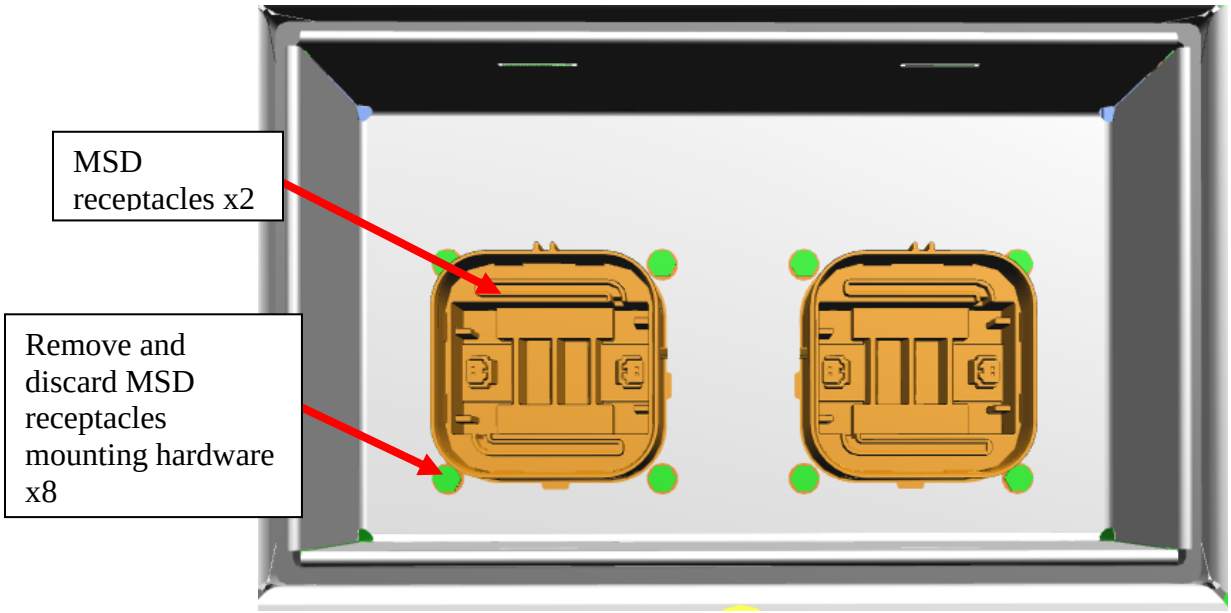

Figure 14: Rear ESS MSD Receptacles and bracket
4.1 Unfasten and discard MSD receptacle mounting hardware x8. See figure 14.